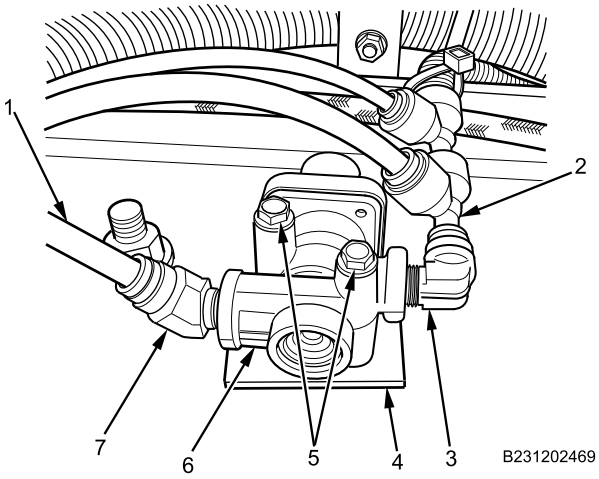

Figure 2. Pressure Protection Valve.
1. Apply corrosion preventive compound to mounting bolts (Figure 2, Item 5).
2. Position valve (Figure 2, Item 6) on bracket (Figure 2, Item 4), install mounting bolts (Figure 2, Item 5), and tighten securely.
3. Install fittings (Figure 2, Item 3 and 7) on valve (Figure 2, Item 6) and tighten securely.
4. Connect air line manifold (Figure 2, Item 2) on fitting (Figure 2, Item 3).
5. Connect air line (Figure 2, Item 1) on fitting (Figure 2, Item 7).